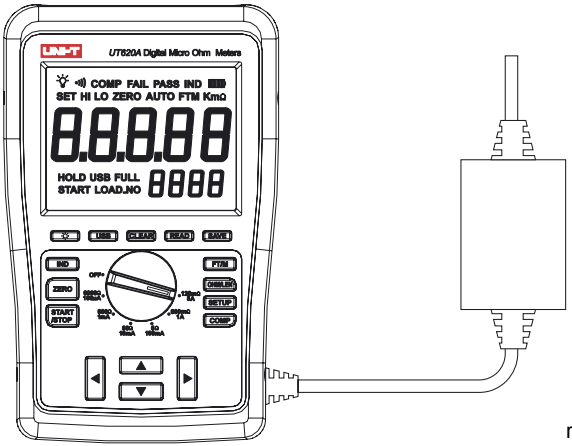

rys.4
1. Przekręć obrotowy przełącznik z pozycji OFF do dowolnej pozycji. Na wyświetlaczu pojawią się znaki „AUTO Ω" oraz „------- " (patrz rys. 4).
2. Połącz wtyk zasilacza sieciowego do odpowiedniego gniazda (patrz rys. 4). UWAGA nie przeprowadzać testów podczas ładowania akumulatora.